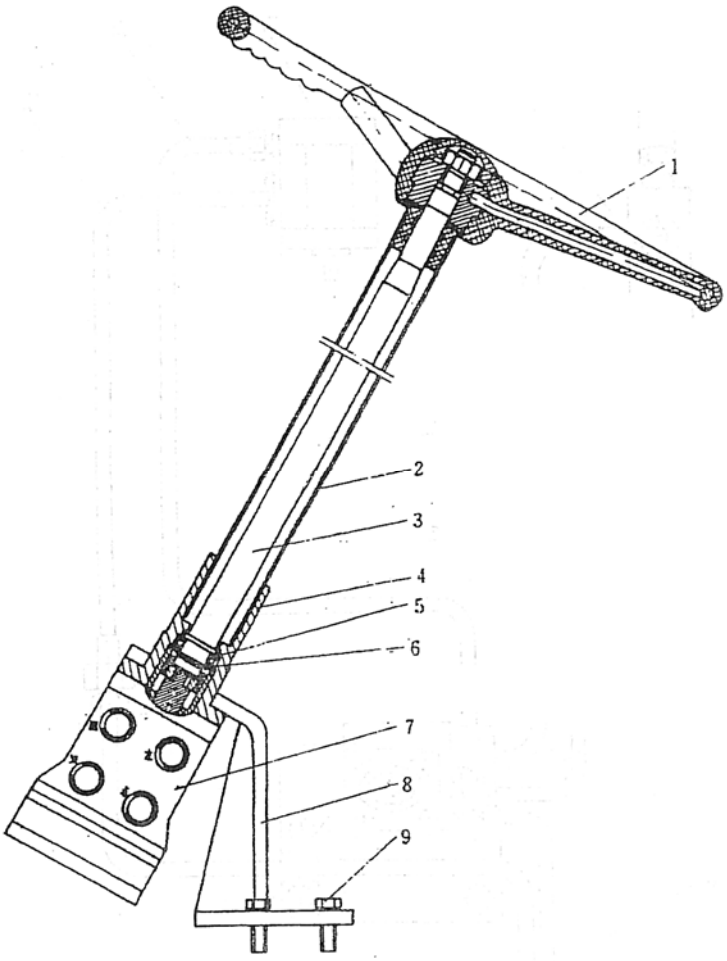

Рис. 3-11
1. Рулевой механизм в сборе (см. рис. 3-11)